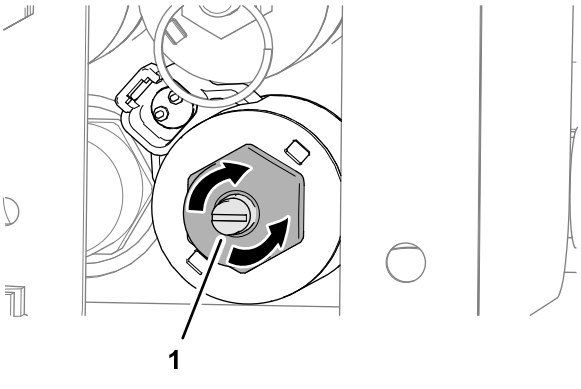

Rysunek 37
1. Obracaj śrubę z łbem sześciokątnym służącą do ręcznego sterowania zaworem w prawo, aby zwiększać prędkość podłogi (Rysunek 37).